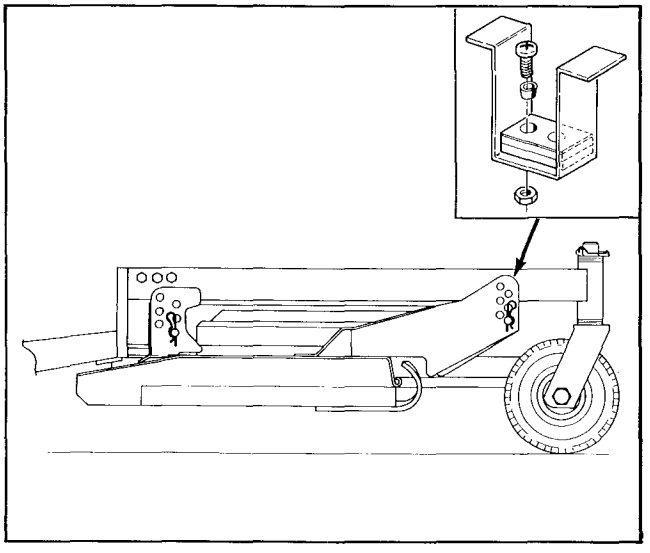

Figure 30
2. Check to make sure front height-of-cut pins are resting properly on frame cushions (Fig. 30). If pins are not resting properly, place a shim or shims under cushion to raise it for proper alignment.
A. Cutting units usually operated at 1 to 2 in. (25 to 51 mm) height-of-cut should have the low side of the cutting unit raised. Remove the lynch pin securing castor wheel on low end (Fig. 30) and remove castor assembly.
C. If cutting unit is operated at 2 to 3-1/2 in. (51 to 89 mm) height-of-cut, lower the high side of cutting unit. Remove lynch pin of castor at high end of unit and remove castor assembly (Fig. 30).